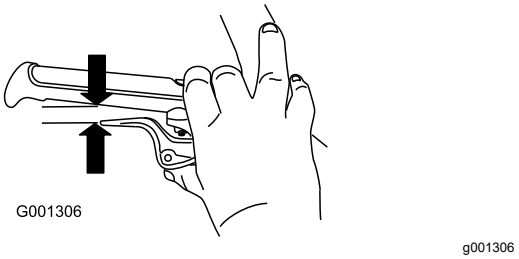

Figur 8
4. Håll in spaken helt och kontrollera sedan glipan mellan handtagets undre del och änden på hjulkopplingsspaken (Figur 8).